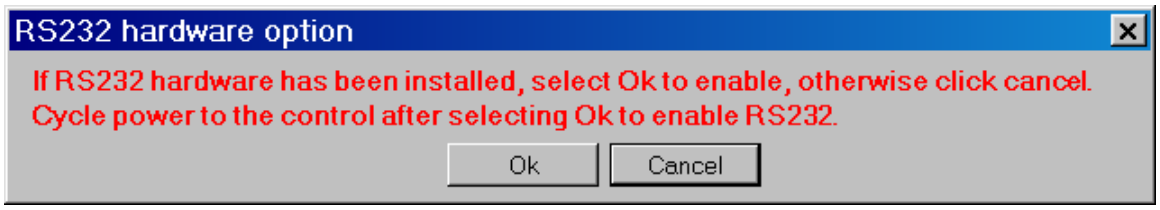

Figure 4-30 RS-232 Comm Port Option Dialog Screen
- If the RS-232 option is disabled in the control, TapTalk will display the RS-232 Hardware option dialog screen (Figure 4-30).
2. If the RS-232 Hardware option dialog screen (Figure 4-30) is displayed, then proceed as follows: